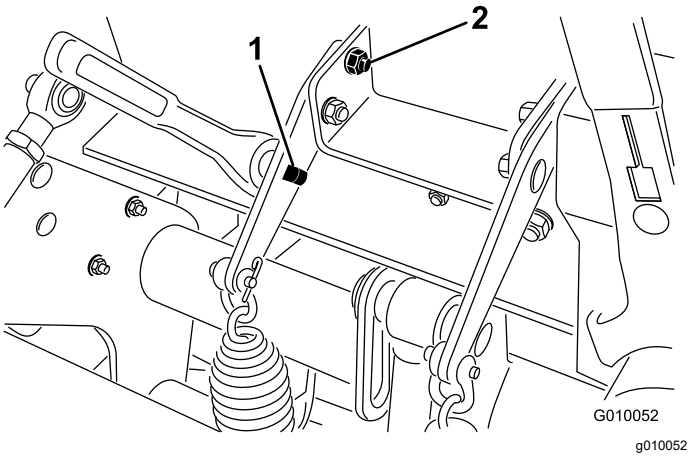

**Figure 28**
3. Insert a 1/2 inch ratchet or breaker bar into the square hole in the spring plate (Figure 28).